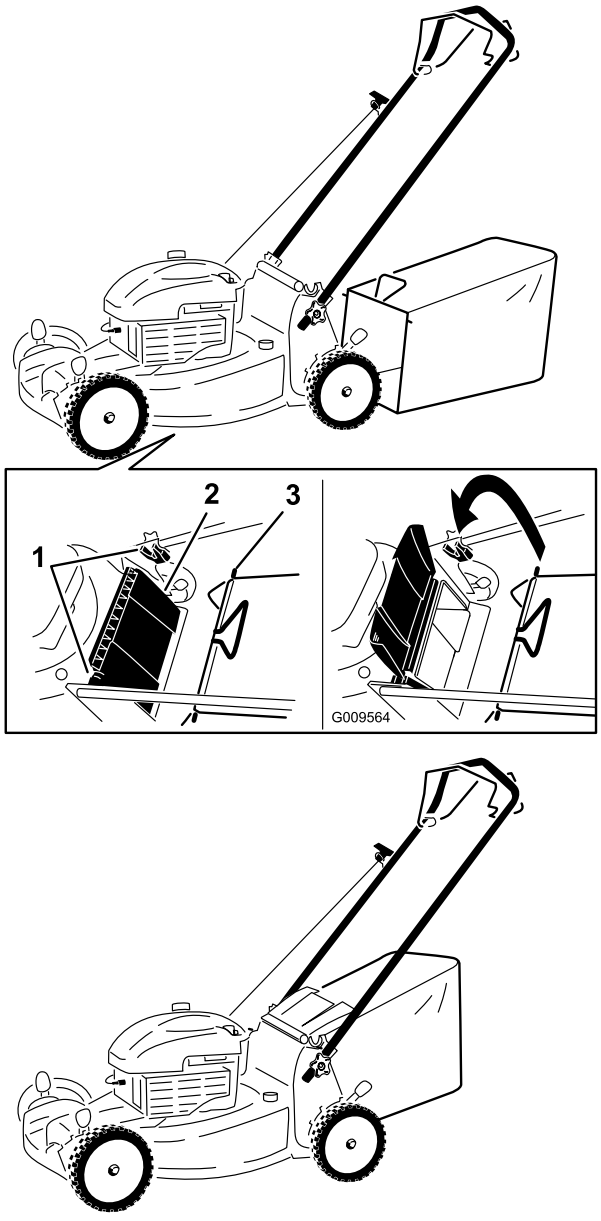

Figur 14
1. Løft den bageste deflektor, og hold den oppe (Figur 14).
2. Monter græsposen, og sørg for, at tapperne på posen sidder i hakkerne på håndtaget (Figur 14).